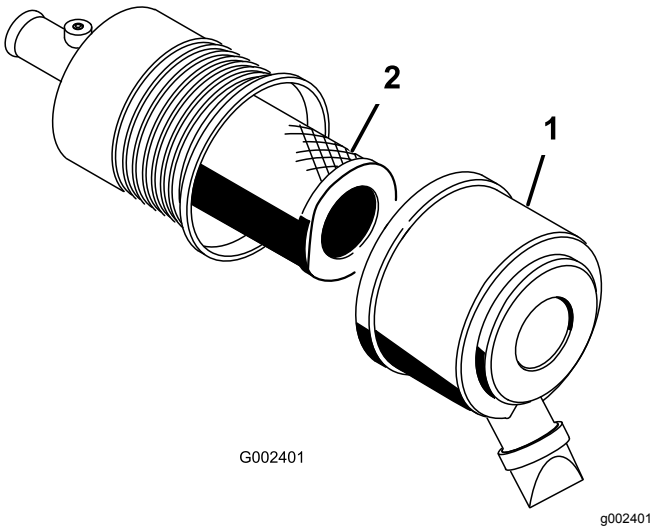

Figur 44
1. Åbn låsene på luftfilteret, og træk luftfilterdækslet af luftfilterhuset (Figur 44).
3. Skub forsigtigt filteret ud af luftfilterhuset (Figur 44).
5. Skub forsigtigt filteret over husets rør (Figur 44).
6. Monter luftfilterdækslet med siden opad, og fastgør låsene (Figur 44).